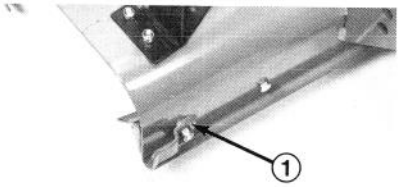

Figure 4
1. Mark and drill a 3/8" dia. hole through the center of the deflector stop (Fig. 4).